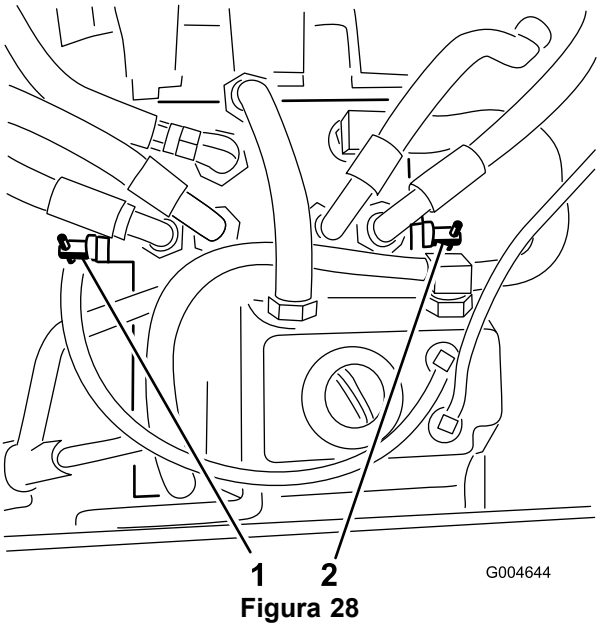

Figura 28
3. Gire las válvulas de desvío una vuelta en el sentido contrario a las agujas del reloj (Figura 28).
Gire cada válvula de desvío una vuelta en el sentido de las agujas del reloj y apriételas a mano (Figura 28).